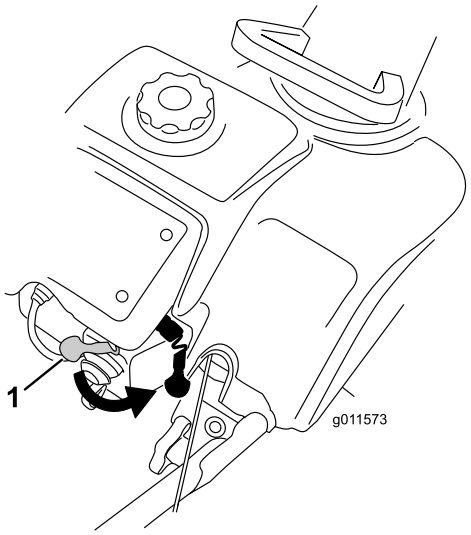
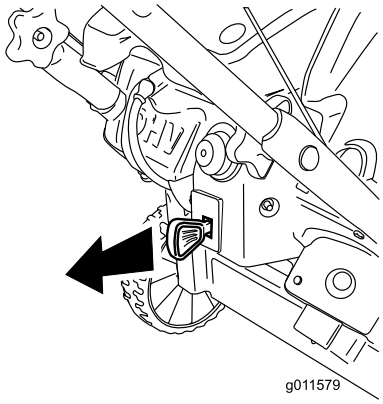

Figur 17
Figur 23
2. Flyt chokerhåndtaget helt til højre (Figur 17).
For at standse motoren skal du trække tændingsnøglen ud, indtil den står i positionen slukket (Figur 23), eller flytte chokerhåndtaget helt til højre (Figur 17).